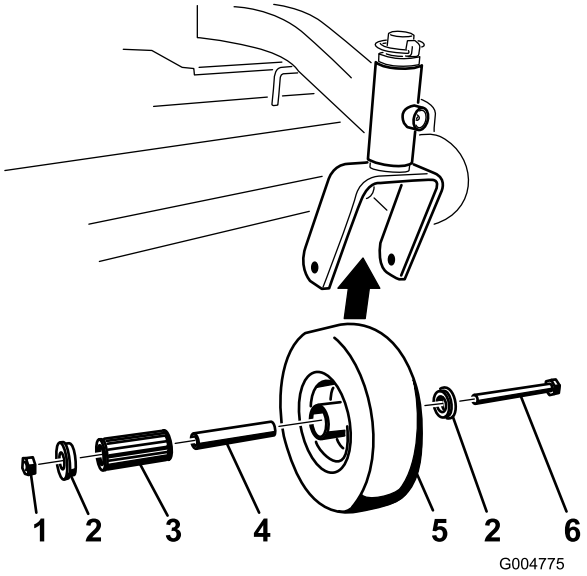

Figur 39
1. Ta bort låsmuttern från hjulbulten som håller fast det svängbara hjulet i hjulgaffeln (Figur 39).
2. Ta bort en bussning och dra sedan ut rörbussningen och rullagret ur hjulnavet (Figur 39).
3. Ta bort den andra bussningen från hjulnavet och avlägsna eventuellt fett och smuts från hjulnavet (Figur 39).
4. Inspektera om det förekommer slitage på rullagren, bussningarna, rörbussningarna och inuti hjulnavet. Byt ut eventuella defekta eller skadade delar (Figur 39).
5. Montera genom att skjuta in en bussning i hjulnavet. Smörj rullagret och rörbussningen och skjut in dem i hjulnavet. Skjut in den andra bussningen i hjulnavet (Figur 39).
6. För in det svängbara hjulet i hjulgaffeln och sätt fast det med hjälp av hjulbulten och låsmuttern. Dra åt låsmuttern tills rörbussningens undersida vidrör hjulgafflarnas insida (Figur 39).